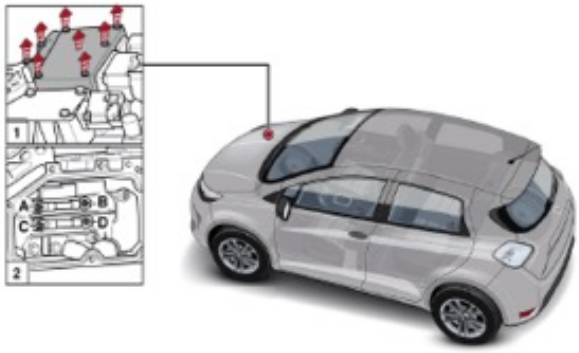

Figura 3. Caja de fusibles Renault ZOE.
16) Desmontar la **tapa de acceso** de la caja de fusibles del cargador del vehículo eléctrico figura 3.
18) Montar la tapa de acceso de la caja de fusibles del cargador del vehículo eléctrico con una junta nueva figura 3 y apretar los tornillos a mano.